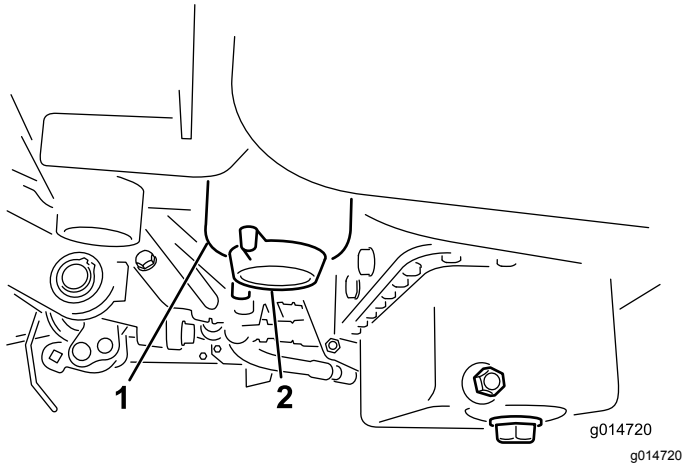

Figur 43
2. Rengør området, hvor filterskålen monteres (Figur 43).
4. Åbn filteraftapningsventilen (Figur 43).